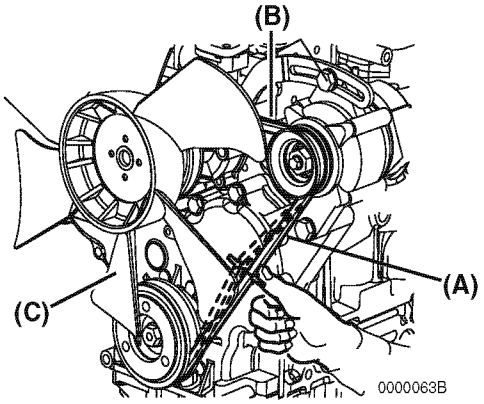

Figure 5-4
There are three positions to check for V-belt tension **(Figure 5-4, (A)**, **(B)** and **(C))**. You can check the tension at whichever position is the most accessible. The proper deflection of a used V-belt at each position is: